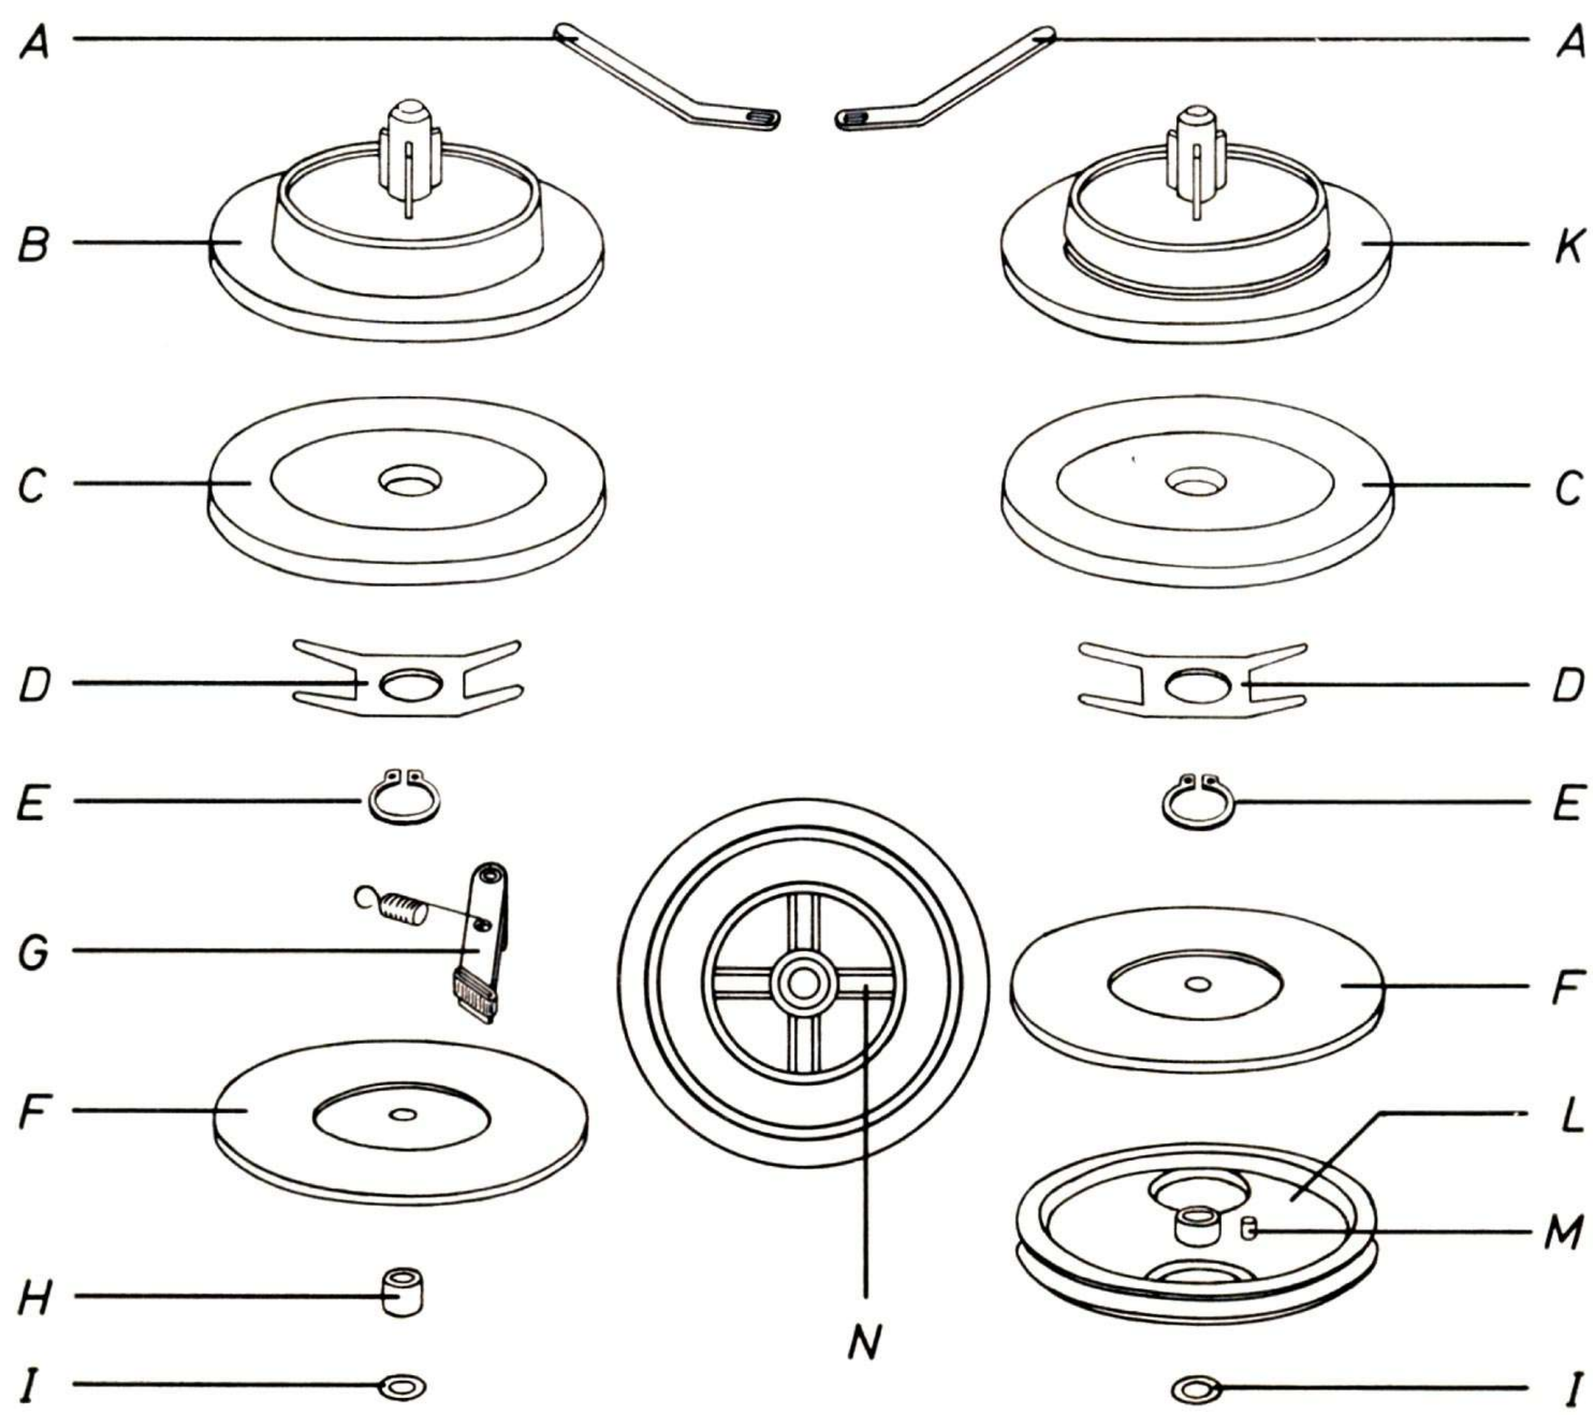

Fig. 4
1.2 Kupplung (siehe Abb. 4 und 5)
a) Kupplung gemäß Abb. 4.
1.2 Clutches (see Fig. 4 and 5)
a) Clutch according to fig. 4.
1.2 Accouplement (voir fig. 4 et 5)
a) Accouplement selon fig. 4.